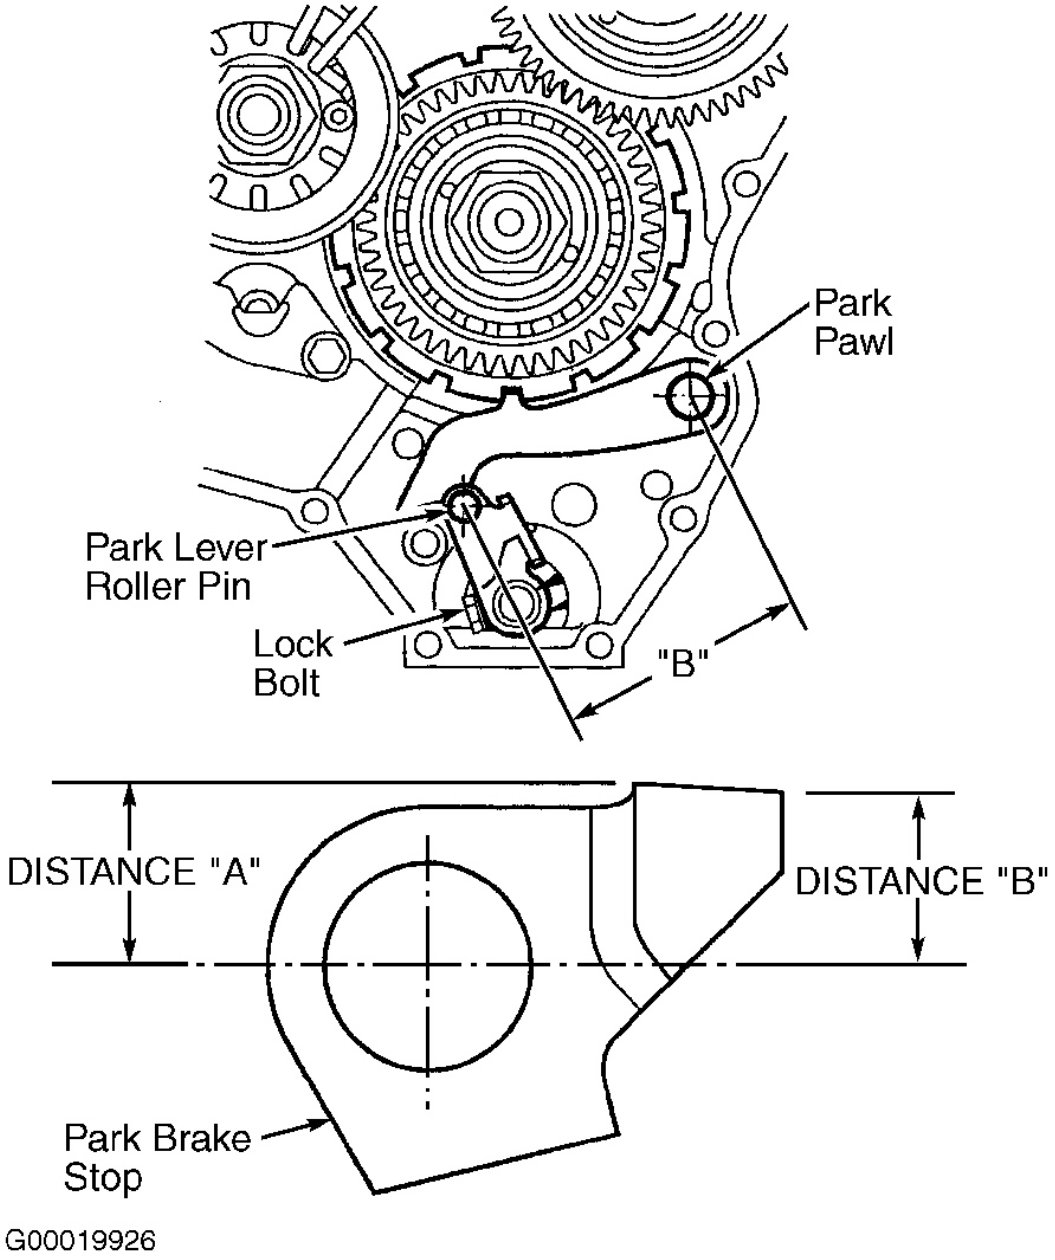

Fig. 15: Measuring Park Brake Stop Distance & Park Brake Stop
2. Measure the distance "B" between the park pawl shaft and the park lever roller pin. See **Fig. 15** . Standard is 3.33-3.37" (84.6-85.6 mm).